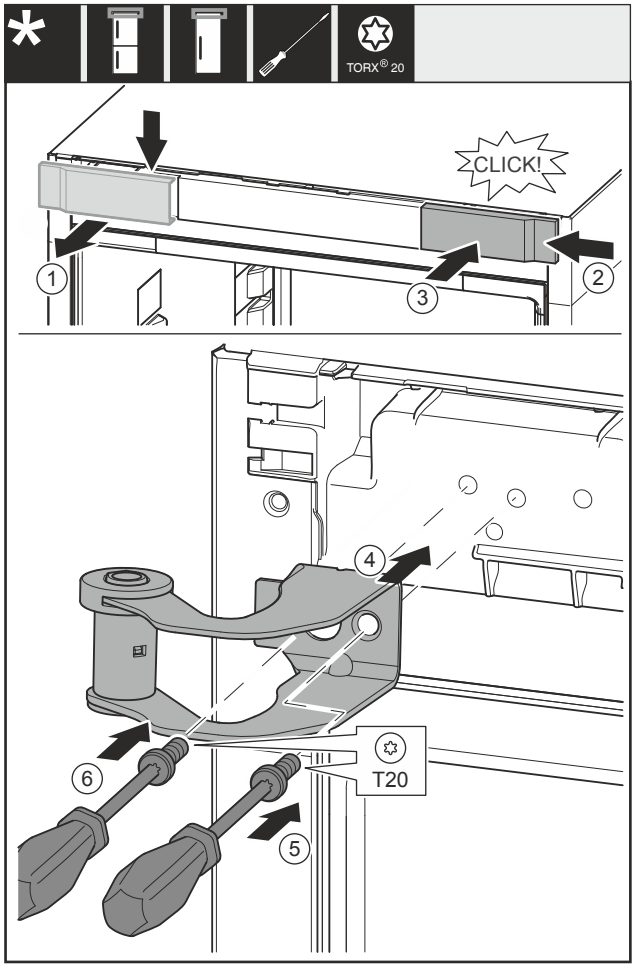

*Fig. 22*
- ▶ Afdekking *Fig. 22 (1)* van boven af naar voren lostrekken.
- ▶ Afdekking *Fig. 22 (2)* 180° gedraaid aan de andere zijde van rechts inhangen.
- ▶ Afdekking *Fig. 22 (3)* vastklikken.
- ▶ Bovenste lagerbok *Fig. 22 (4)* bevestigen.
- ▶ Schroef *Fig. 22 (5)* vastdraaien.
- ▶ Schroef *Fig. 22 (6)* vastdraaien.